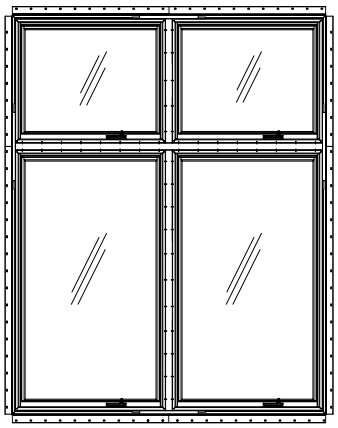

**Figure 13**
9. Set upper and lower mulled units in the desired configuration (interior facing up). Clamp units together on interior near each end of the mullion (use scrap blocks to protect interior wood frame members). Slide horizontal aluminum mulling pin into nailing fin kerf. Make sure mulling pin is recessed at 1/4″ on each end to allow for sealant application later. Insert remaining mull reinforcement boards between upper and lower assemblies. Fasten interior wood frame members with 1/2″ x 1/2″ 16 gauge staples spaced every 4″ (102). See figure 13.